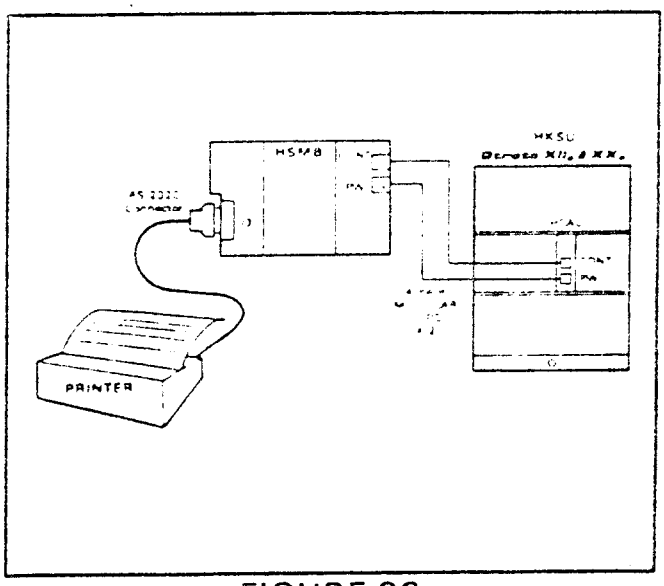

FIGURE 22
06.83 Figure 22 shows the detailed connections for the printers listed above.